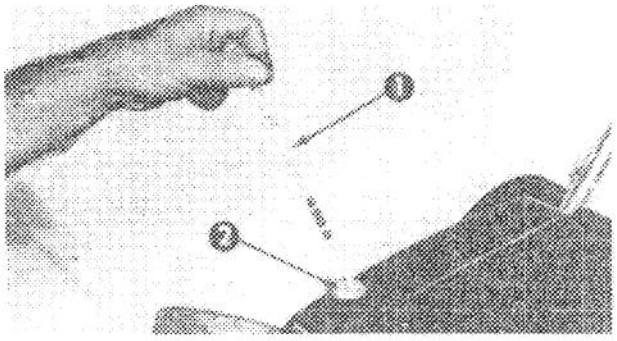

Figure 5
3. Remove dipstick from crankcase (Fig. 5).
4. Slowly pour approxamately 20 ounces (0.59 l) of oil into the filler hole until oil is up to FULL mark on dipstick (Fig. 5).